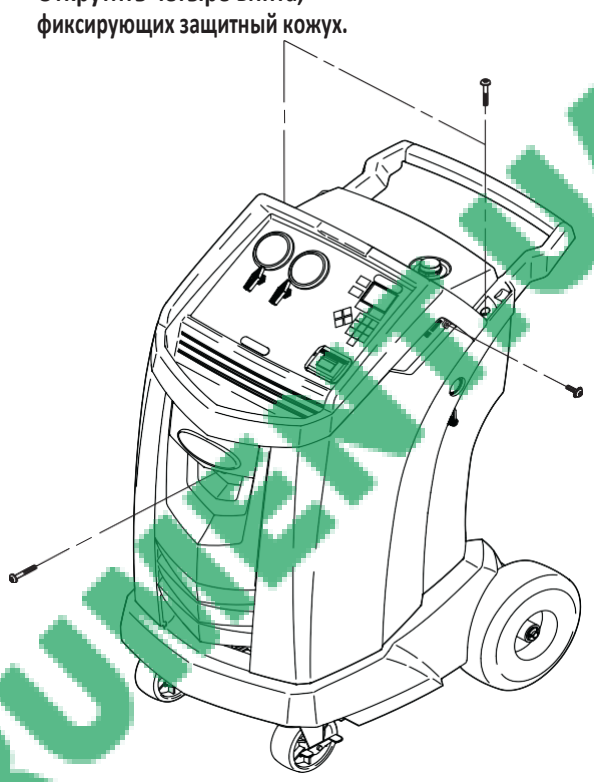

Рисунок 11
Выключить установку. Извлечь сосуд с маслом. Открутить четыре винта, фиксирующих защитный кожух. См. рисунок 11.
2. Открутить четыре винта, фиксирующих защитный кожух. См. рисунок 11.